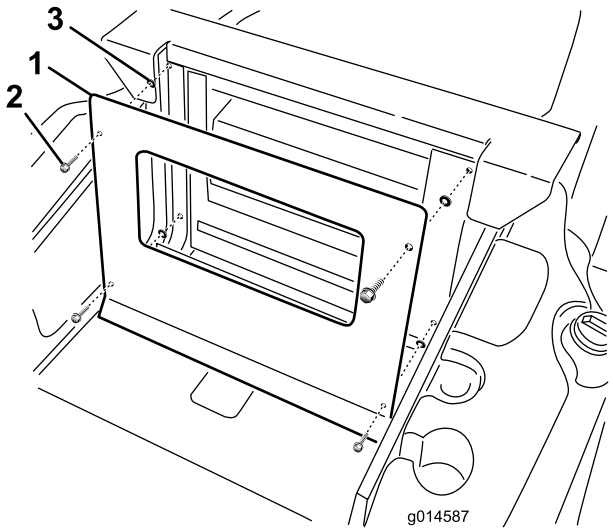

Figura 8
1. Rimuovete i (4) bulloni che fissano la barriera tagliafuoco al telaio (Figura 8).